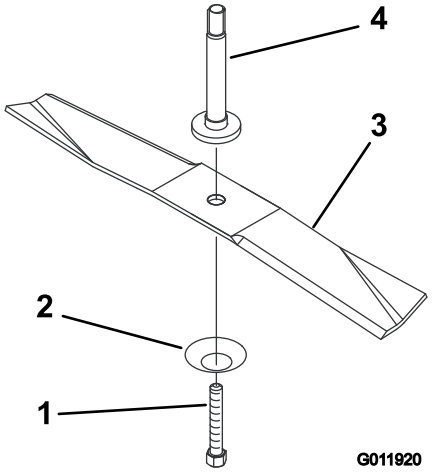

Figura 25
3. Togliete il bullone, la rondella curva e la lama (Figura 25).